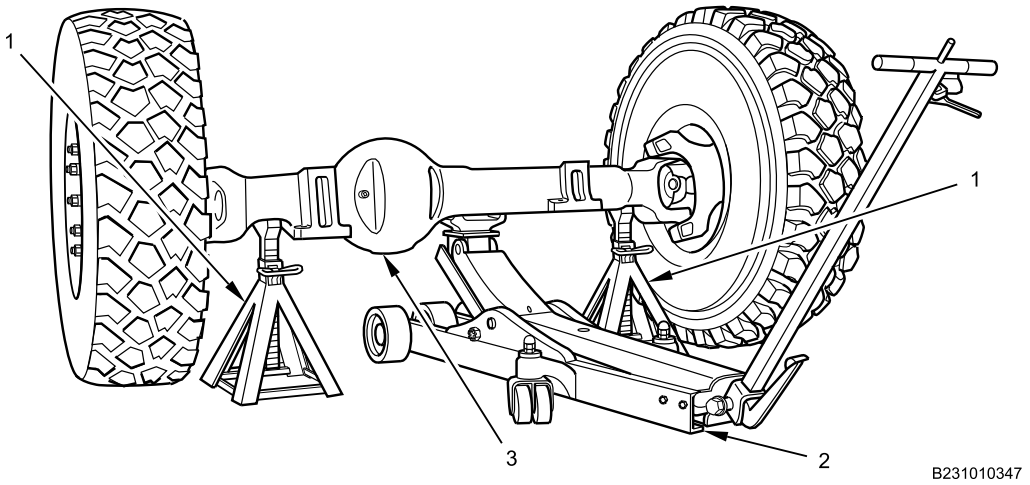

Figure 13. Preparation for Wheel and Tire Installation.
1. With assistance of two maintainers, secure axle assembly (Figure 13, Item 3) on 10-ton jackstands (Figure 13, Item 1) with 20-ton floor jack (Figure 13, Item 2). Prepare for wheel assembly installation. Refer to Wheel and Tire Assembly Removal and Installation (WP 0530).